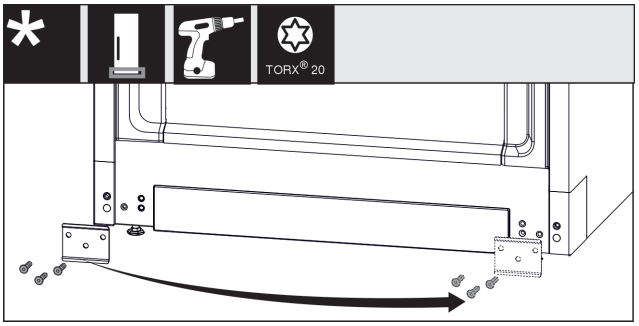

Fig. 15
▶ Unscrew the plate *Fig. 15 (1)*, move it to the other side and screw it back on.